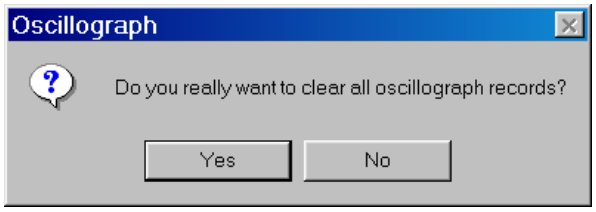

Figure 2-11 Clear Oscillograph Record Confirmation Dialog Screen
2. Select **Setup/Oscillograph/Clear** from the TapTalk toolbar. TapTalk will display a Clear Oscillograph Record confirmation dialog screen (Figure 2-11).